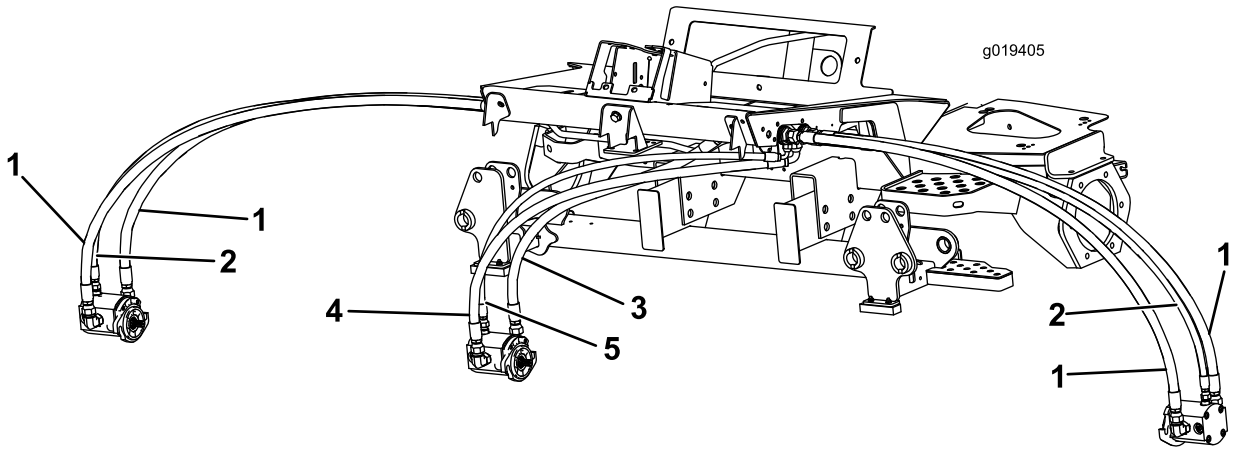

Figura 1
2. Retire y sustituya los manguitos de la unidad de corte delantera. El número de pieza de cada manguito nuevo se indica en Figura 1.